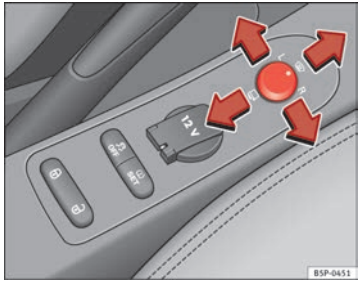

Fig. 89 Controls of exterior mirrors
1. Turn knob ⇒ Fig. 89 to position **L** (**left exterior mirror**).
– Turn the control ⇒ Fig. 89 to position to fold in the exterior mirrors. You should always fold in the exterior mirrors if you are driving through an automatic car wash. This will help prevent damage.